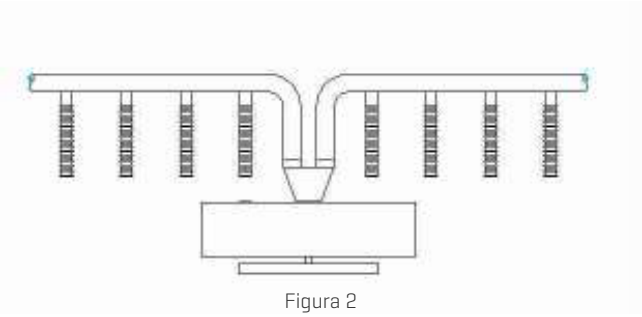

Figura 2
2. Un colector lineal, con cañería de material resistente a la intemperie (polipropileno) con boquillas y/o abrazaderas para conectar, mediante tubos plásticos espiralados cortos de 38 mm de diámetro, hasta 16 dosificadores. (ver figura 2)